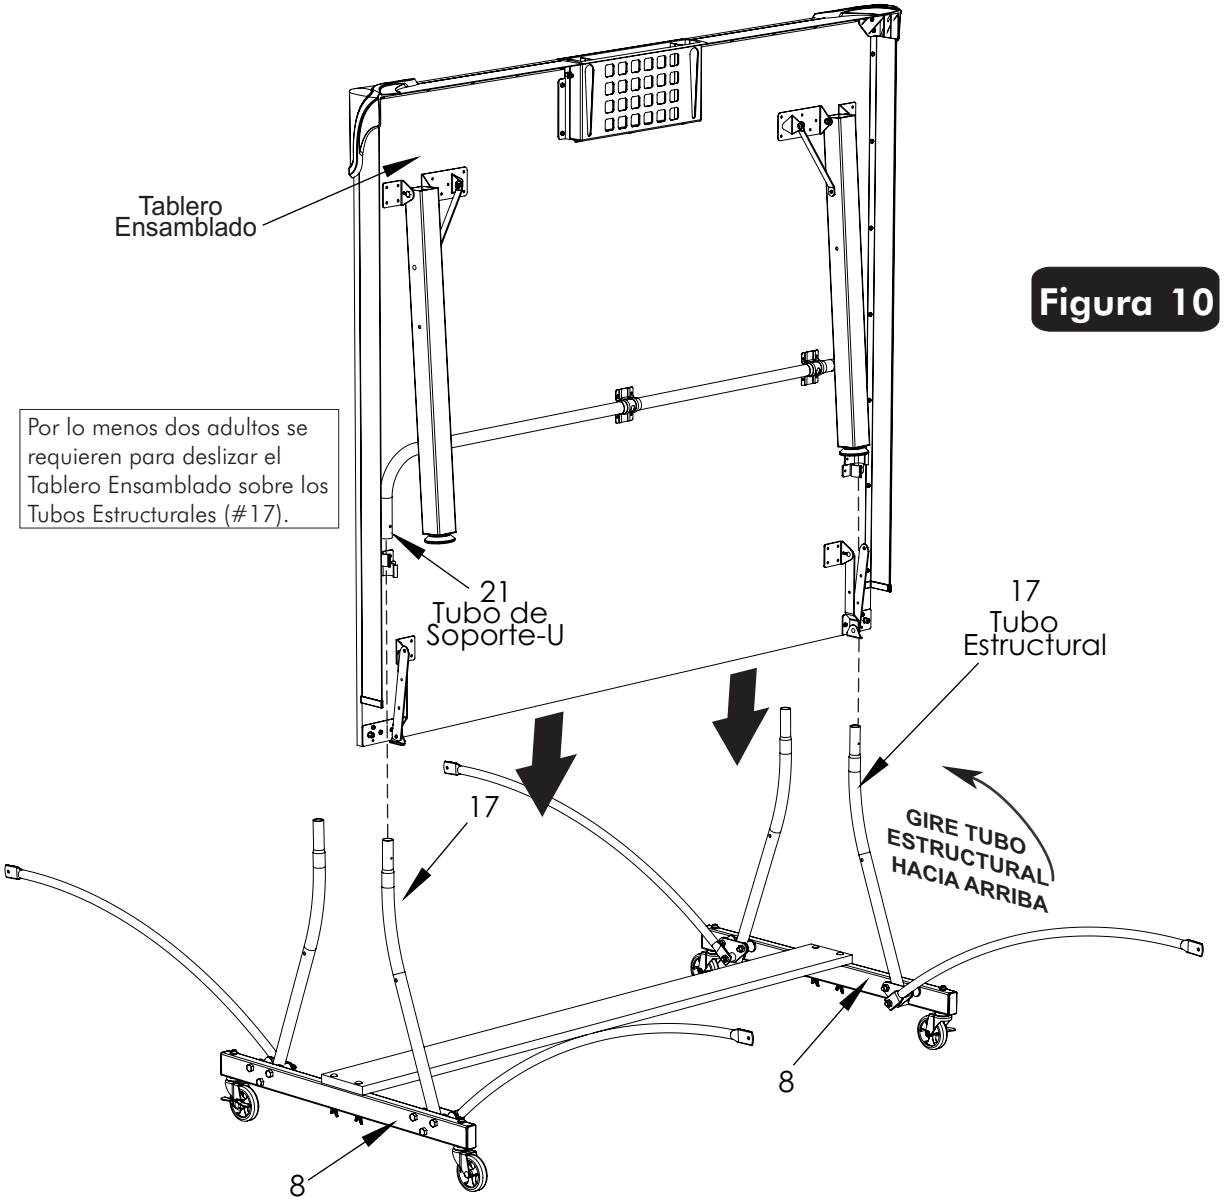

Figura 10
18. Una el Tablero Ensamblado a la base (que se ensamblo en los pasos 1-4), como lo muestra en la **Figura 10**. Mueva los Tubos Estructurales (#17) hacia arriba como esta mostrado; después con por lo menos un adulto en cada lado de la mesa, levante y alinee las orillas del Tubo de Soporte-U (#21) e insertelos en las puntas de los Tubos Estructurales (#17) en los Carriles con Llantas (#8) como están mostrados en la **Figura 10**. Junte los tubos.